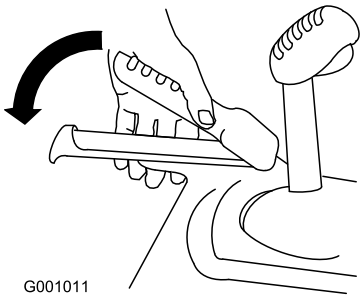

Figur 13
3. Klem den venstre trekkfunksjonsspaken til håndtaket (Figur 13).
6. Klem den venstre trekkfunksjonsspaken til håndtaket (Figur 13).